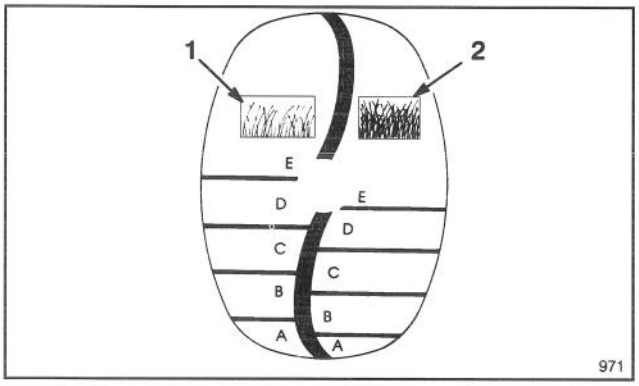

Abbildung 12
1. Vor Motorstart und Mähbeginn den Mäher ins Gras schieben. Bleiben Sie stehen, wenn die Buchstaben auf dem SmartWheel™ Schild am rechten hinteren Rad aufrecht stehen (Abb. 12).
2. Anhand der Markierungen auf dem SmartWheel-Schild (Abb. 12) der Höhe des Rasens einen der Buchstaben auf der Riemenabdeckung zuordnen. Die mit der Grashöhe übereinstimmende Buchstabe gibt die korrekte Schnitthöhe an.